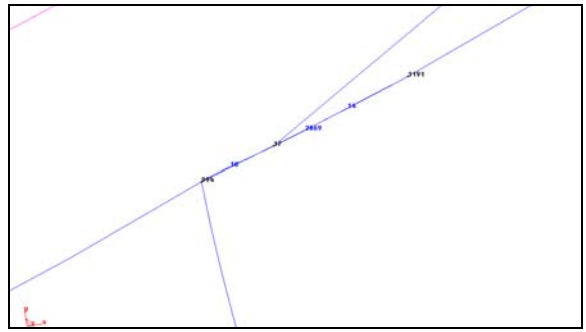

Figure 9. A second enlargement of the blurred zone
2. Select **Label→All** from the contextual menu. On inspection we see a blur of numbers due to a high concentration of entities at one end of the surface. Magnify this zone even further (Figure 9).